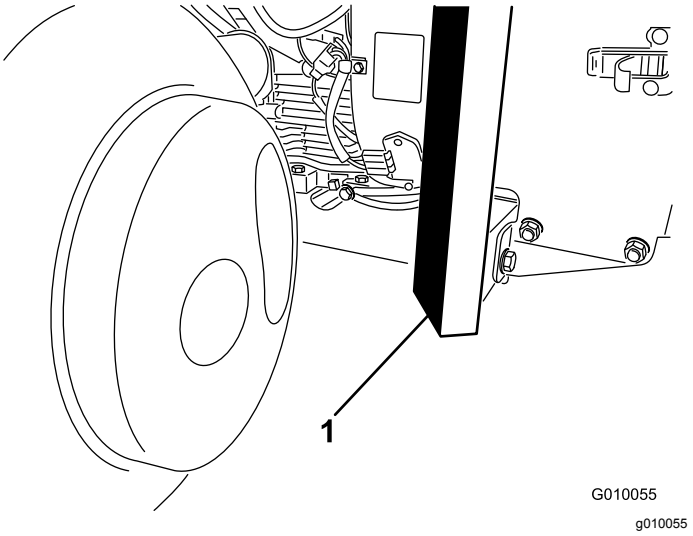

Figuur 38
3. Plaats de krik stevig onder de voorkant van het frame (Figuur 38).